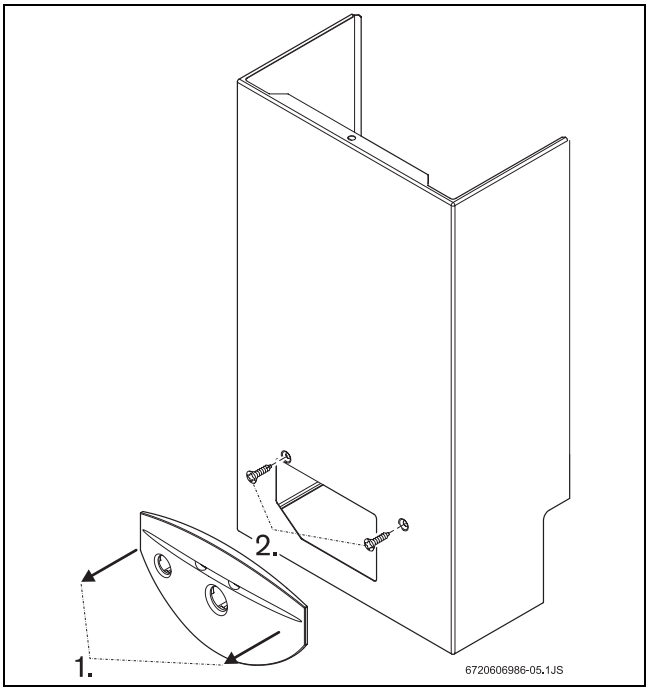

Рис. 12 Зняти панель
- Зняти панель з обладнання, потягнувши її на себе (Рис. 12, елемент 1).
- Відкрутити два гвинта (Рис. 12, елемент 2).
- Зняти кожух (див. Рис. 12).
- Одночасно натиснути на обидва виступи (A) та витягнути електронний блок.